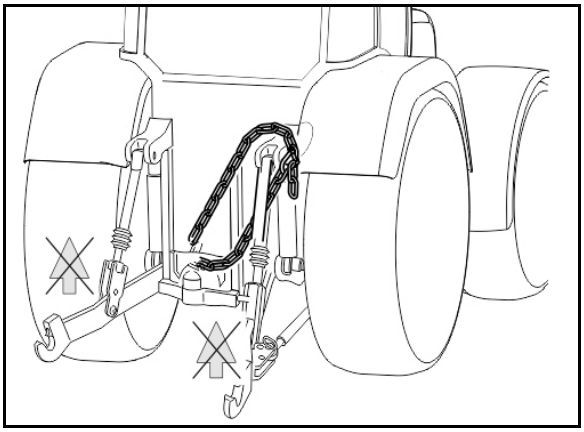

Rys. 37
Sterowanie nadążne AutoTrail do automatycznego, zbliżonego do wiernego podążania po śladach ciągnika zbiera kątowe pozycje dyszla (Rys. 37/1) w stosunku do kierunku jazdy ciągnika.
1. Drążek kątowy (Rys. 37/2) włożyć w tuleję z tworzywa sztucznego (Rys. 37/3).
2. Czujnik kąta obrotu (Rys. 37/4) włożyć w wycięcie (Rys. 37/5).